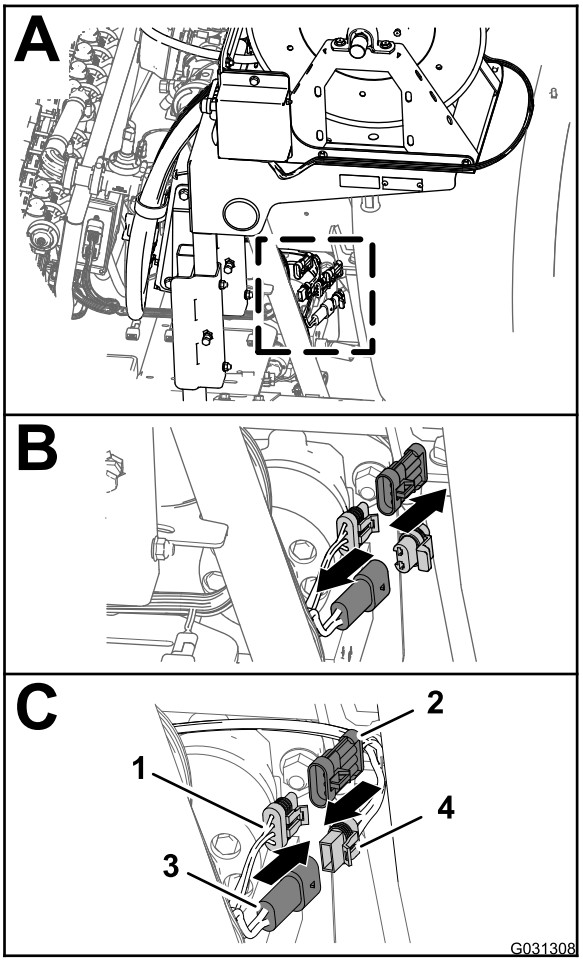

Figuur 171
1. Zoek achteraan de machine de kabelboom voor de elektrische slanghaspel aan de achterzijde van de spuittank (Figuur 171).
2. Verwijder de plug van de stekker met 2 pinnen van de achterste hoofdkabelboom voor de voeding van de slanghaspel (Figuur 171).
3. Sluit de stekker met 2 bussen van de kabelboom voor de elektrische slanghaspel aan op de stekker met 2 pinnen van de achterste hoofdkabelboom (Figuur 171).
4. Verwijder de kap van de stekker met 3 bussen van de achterste hoofdkabelboom voor de kabelboomverbinding van de spuitmachine (Figuur 171).
5. Sluit de stekker met 3 pinnen van de kabelboom voor de elektrische slanghaspel aan op de stekker met 3 pinnen van de achterste hoofdkabelboom (Figuur 171).